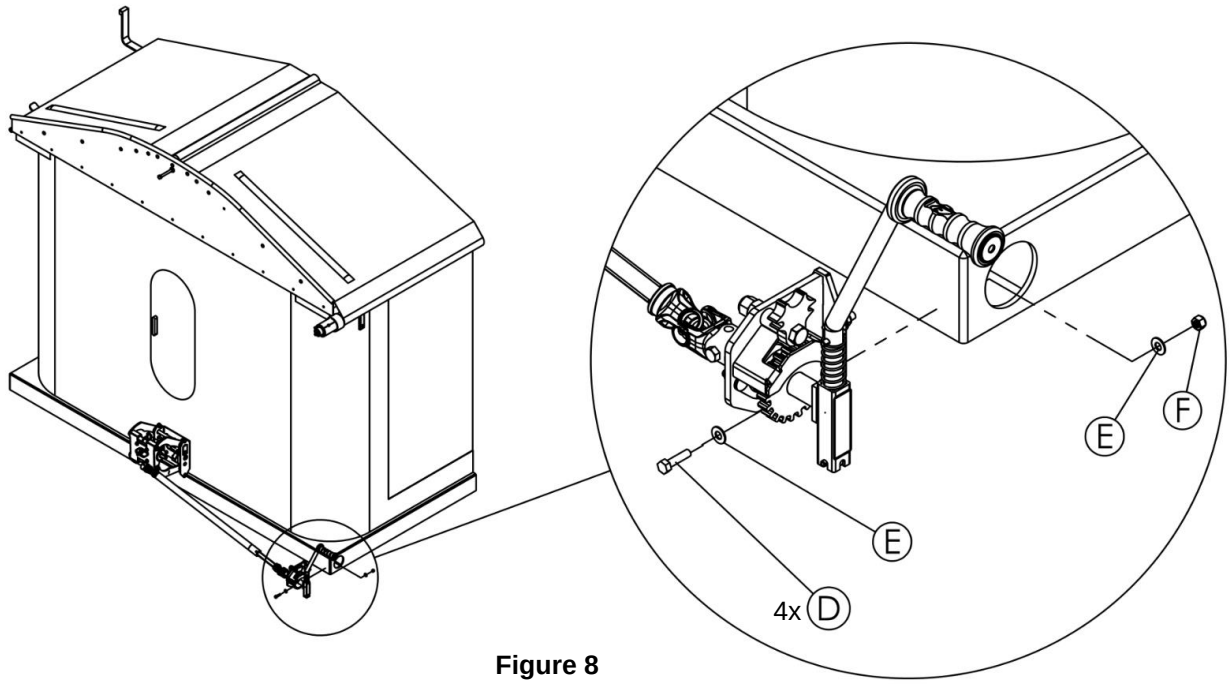

Figure 8
9. **Figure 8.** Align the support with the drilled holes.
10. Install the bolts (D), the washers (E) and the nuts (F).